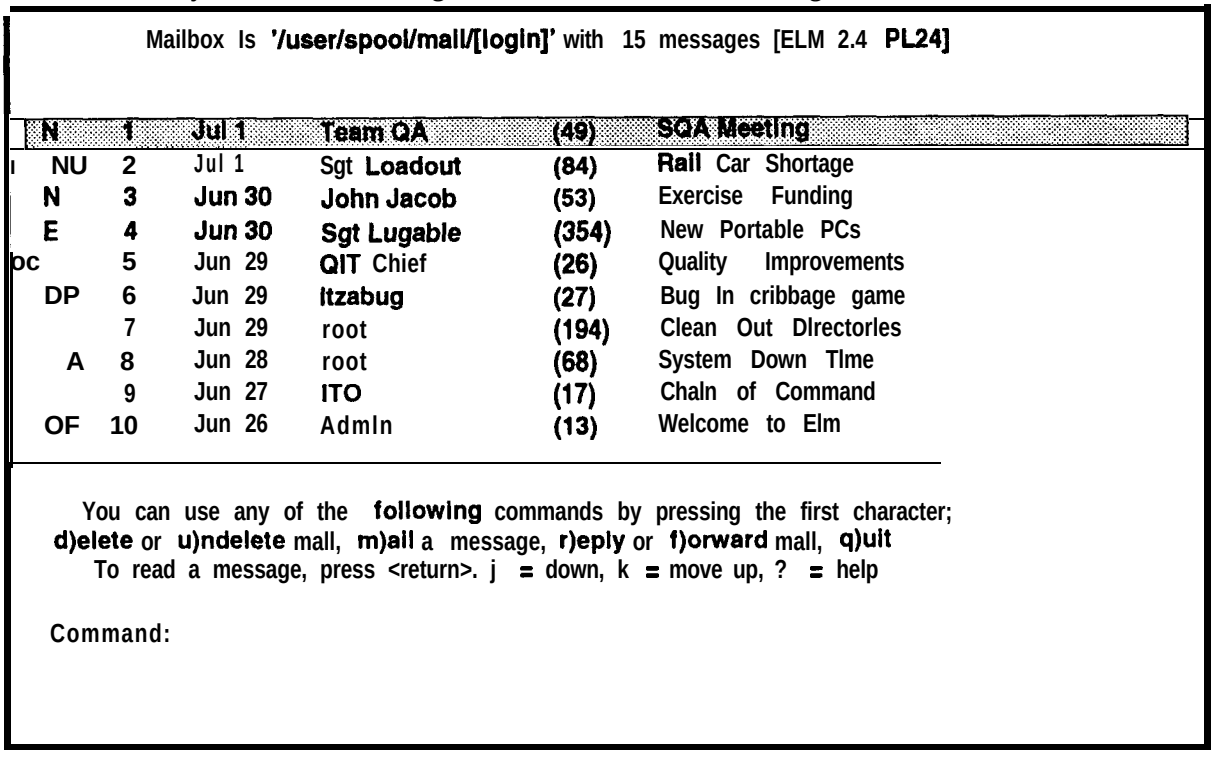

Figure 14-2. Main Elm Screen
b. Select **Check Mail** from the Electronic Mail menu. The main Elm screen will be dismayed as shown in Figure 14-2. Notice the following characteristics of this screen:
(4) The cursor will be at the **Command** prompt which is the last line on the screen.
d. When the desired message is highlighted, press the key corresponding to the desired function you want to perform with the highlighted message. In addition to the nine options shown at the bottom of the main Elm screen (Figure 14-2 (page 14-5 above), Elm has several additional options that are described in paragraph 14.3.1.2.1 below. Any of these option can be executed directly from the main Elm screen by pressing the key corresponding to the option.
In addition to the nine options shown at the bottom of the main Elm screen (Figure 14-2 (page 14-5 above), Elm has three Help screens that list additional options available from the main Elm screen. Any of these options can be executed directly from the main Elm screen by using the procedures in paragraph 14.3.1.2d. (page 14-4 above).
a. To begin the process, the main Elm screen as shown in Figure 14-2 (page 14-5) above, must be displayed with the 'cursor in the **Command:** prompt. If this is not the case, use the procedures in paragraphs 14.3.1(page 14-2) and 14.3.1.2(page 14-4) above to display it.
One of the options available in the Help screens allows you to mark a message for Deletion from the list shown on the main Elm screen (Figure 14-2 (page 14-5 above). The message will not be actually deleted from the database until **you** press **q** to **quit** the main Elm screen. Any time before you press **q** to **quit,** you can Undelete the marked record. When you do this, the message is restored just as if it had never been marked for deletion. This option can be executed directly from the main Elm screen by using the following procedures:
a. To begin the process, the main Elm screen as shown in Figure 14-2 (page 14-5) above, must be displayed with the cursor at the **Command:** prompt. If this is not the case, use the procedures in paragraphs 14.3.1(page 14-2) and 14.3.1.2(page 14-4) above to display it.
This function allows you to address to message to enter one or more Action Addressees, one or more Information Addressees, and a subject for the message. Before you begin this process you must complete the procedures in paragraph 14.3.1.3 above to display the Send screen, or you must have used the **m** (mail a message option from the main Elm screen (Figure 14-2, page 14-5 above).